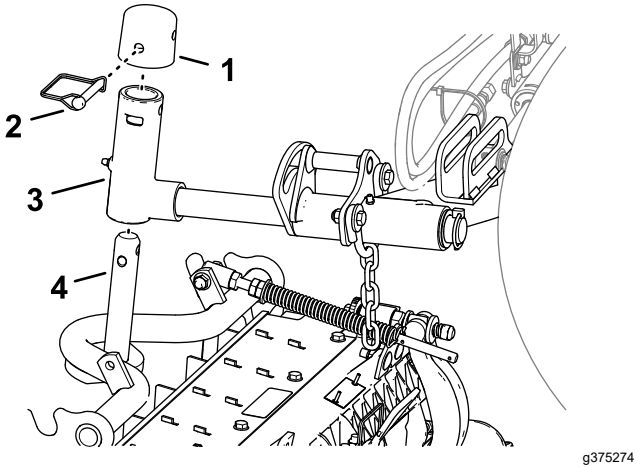

Figur 15
1. Skjut in en klippenhet under lyftarmen (Figur 15).